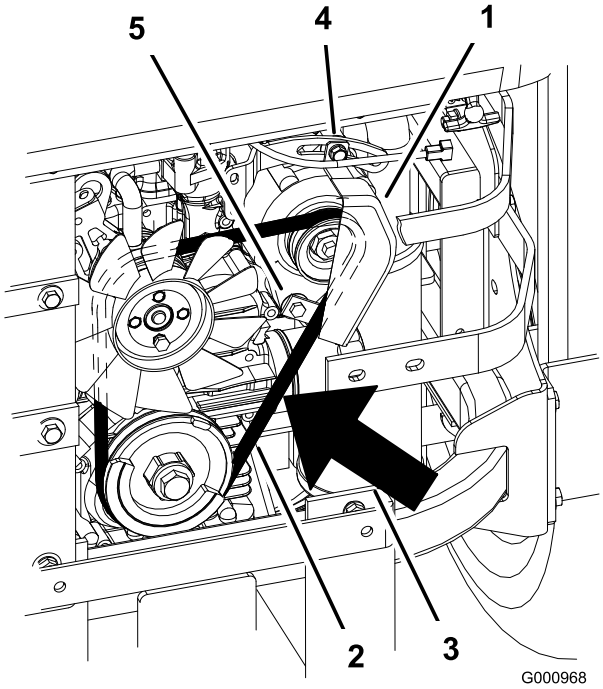

Figur 65
7. Løsn den nederste bolt, og fjern den øverste bolt, der holder generatoren og dækslet (Figur 65).
9. Før en ny rem rundt om remskiverne og generatoren (Figur 65).
14. Løsn den nederste bolt, og fjern den øverste bolt, der holder generatoren og dækslet (Figur 65).
2. Juster generatoren til ydersiden, indtil der er 7–9 mm afbøjning i remmen mellem motoren og generatorens remskiver med en kraft på 10 kgf (Figur 65).
5. Hvis bøjningen er korrekt, skal den nederste og øverste bolt strammes (Figur 65).